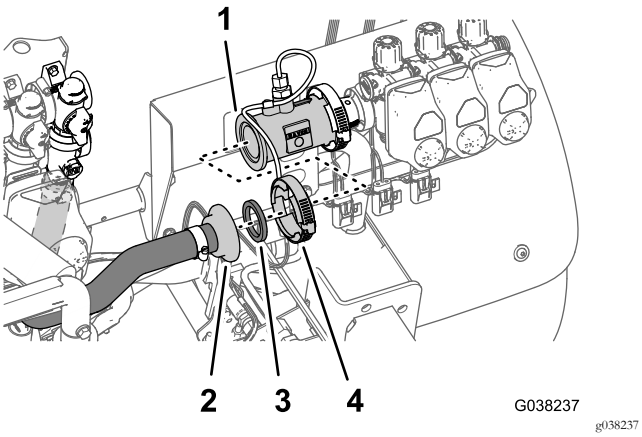

Figura 55
5. Alinhe a união estriada da flange do tubo do fluxímetro e a junta que retirou no passo 3 de Retirar o fluxímetro dos coletores da válvula (página 11) com a flange na entrada do fluxímetro (Figura 55).
6. Prenda o tubo do fluxímetro ao fluxímetro com um grampo (Figura 55) que retirou no passo 1 de Retirar o fluxímetro dos coletores da válvula (página 11)